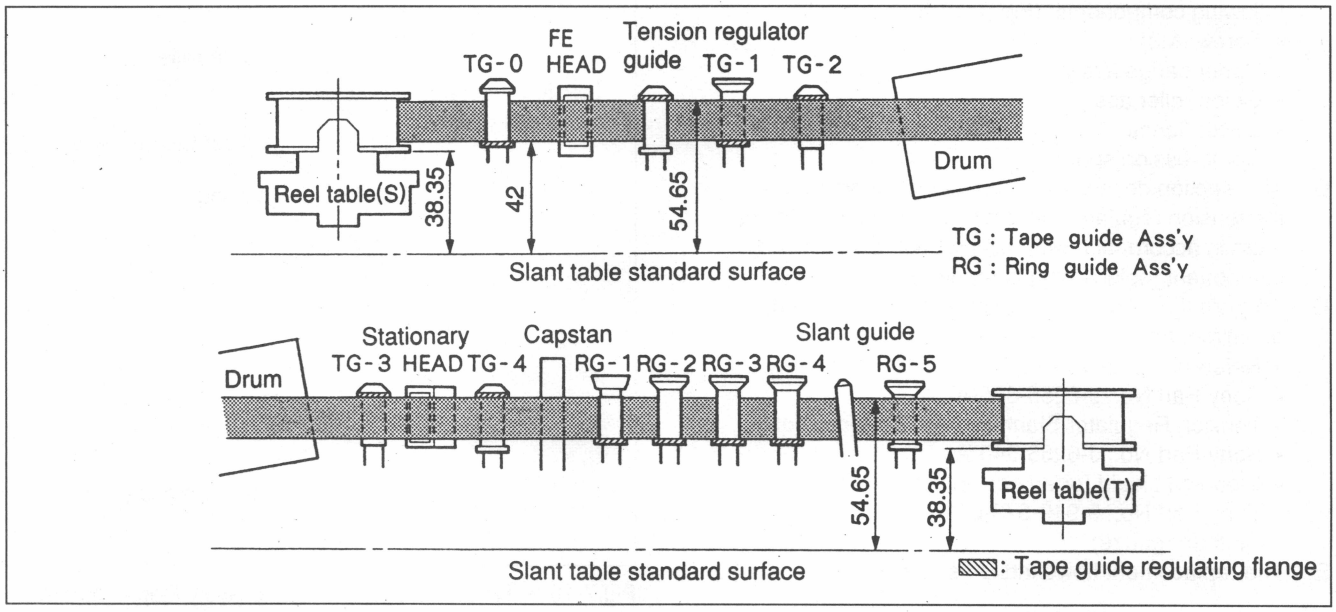

Fig.7-10-2 The each Tape Guide Ass'y and Ring Guide Ass'y Replacement
D. Check of Tape Transport are after replacement of the each Tape Guide Ass'y and Ring Guide Ass'y. Refer to Section 8-3-1. Check of tape Transport and Figure 7-10-2. Adjustment of Tape Transport.
B. The tension regulator guide ass'y is composed of the following components. (Fig. 7-10-2)